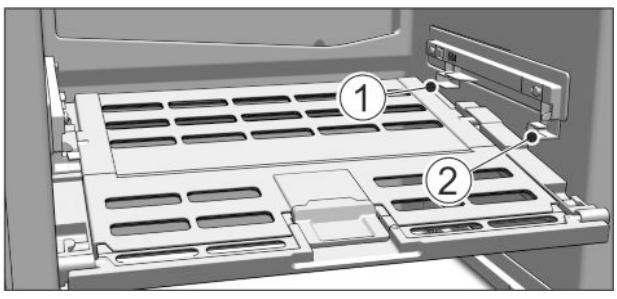

Fig. 48
- ▶ Установка крышки отделения с функцией для хранения овощей и фруктов Fruit & Vegetable-Safe: Вставить поперечные ребра крышки через низ в задний держатель *Fig. 48 (1)* и защелкнуть спереди на держателе *Fig. 48 (2)*.